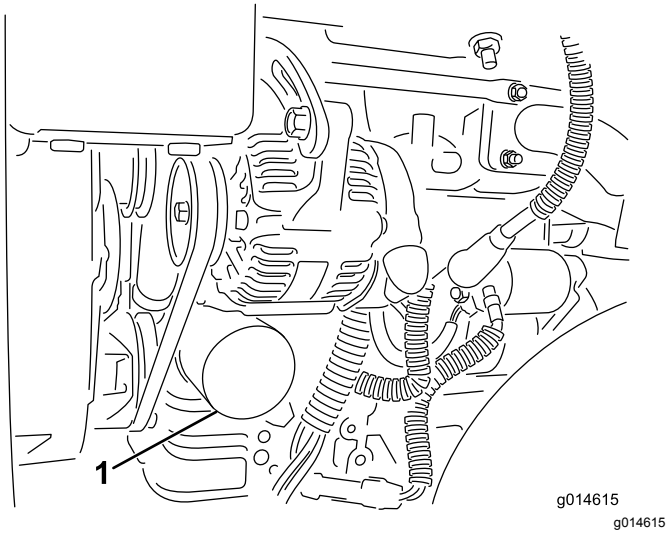

Figur 27
2. Avlägsna oljefiltret (Figur 27). Stryk på ett tunt lager ren olja på den nya filterpackningen.